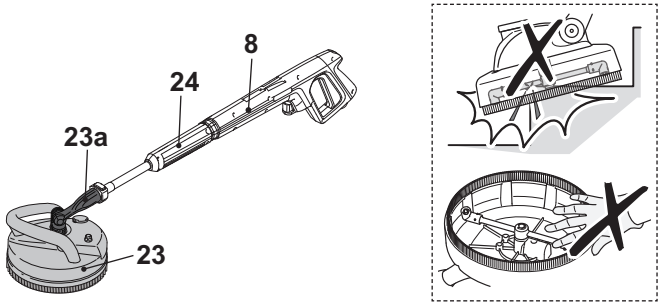

Fig. 13
4. Attach the patio brush (23) onto the extension lance (24) (Fig. 13).